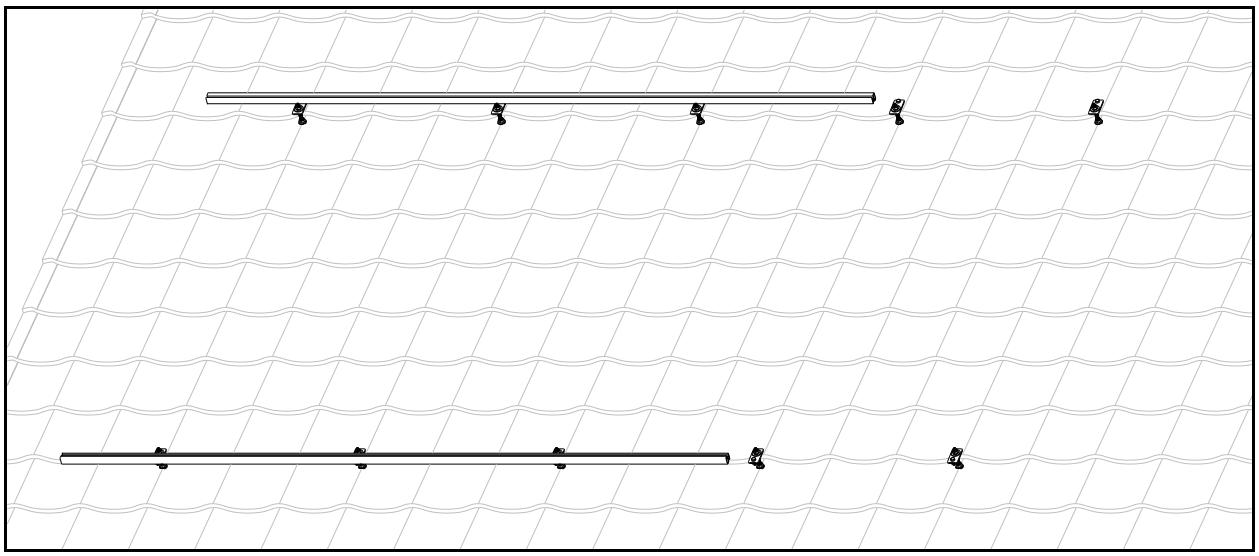

Рис. 14 Вид конструкции до начала монтажа дополнительного комплекта
1) выполнить операции по пунктам 4.2.1.1) – 4.2.1.8), при этом количество установленных шпилек должно быть достаточным для монтажа комплектов (см. рис. 14);